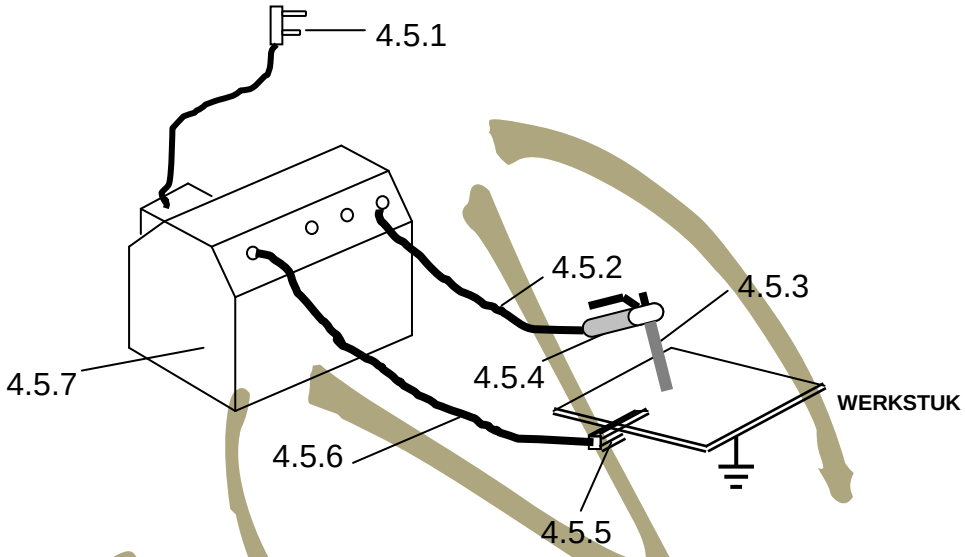

FIGUUR 5 (7)
4.5 Noem die belangrikste onderdele waaruit die boogsweisstelsel in FIGUUR 5 bestaan deur slegs die antwoord langs die vraagnommer (4.5.1–4.5.7) in die ANTWOORDBOEK neer te skryf.